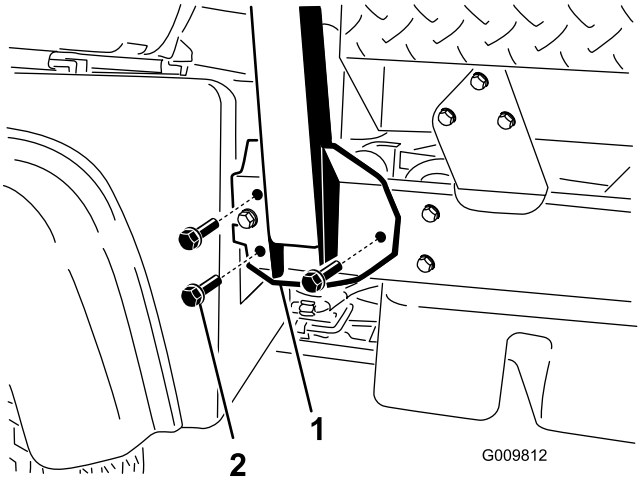

Figuur 4
1. Lijn de zijden van de rolbeugel uit met de montage-openingen aan weerszijden van het frame van het voertuig zoals afgebeeld in Figuur 4.